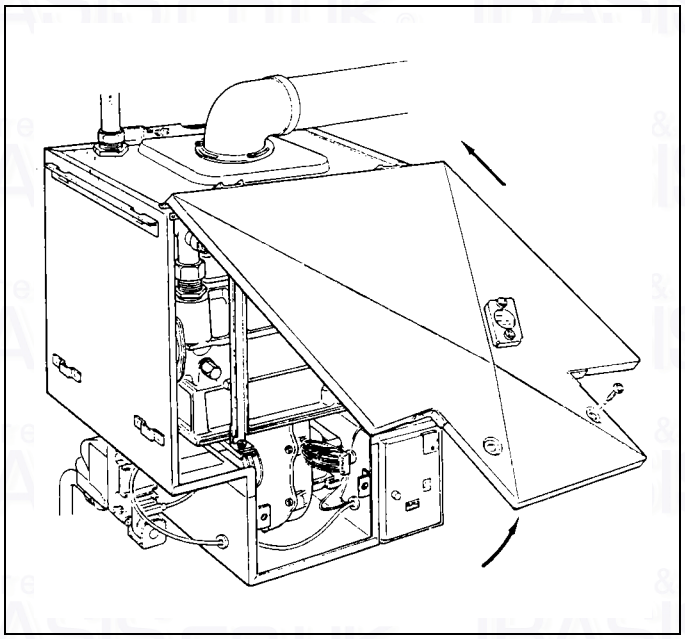

FIG. 15 REMOVING FUNCTIONAL CASE DOOR
3) Remove functional case door by undoing the two lower securing screws and lift door off the two upper hinge brackets. FIG. 15.